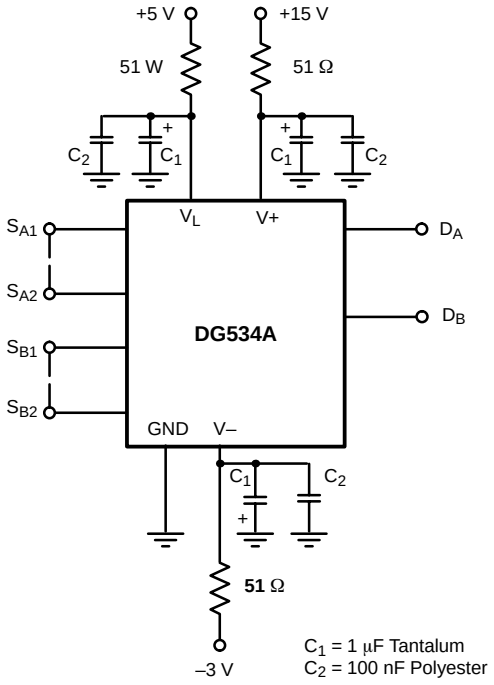

FIGURE 14. DG534A Power Supply Decoupling
d. Additional high frequency protection may be provided by 51-Ω carbon film resistors connected in series with the power supply pins (see Figure 14).